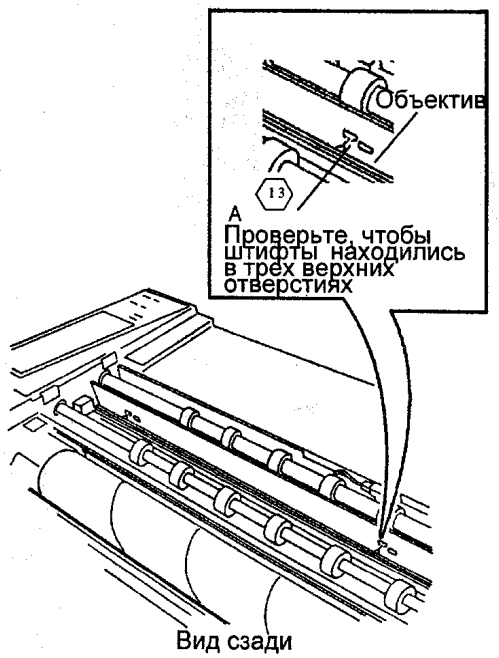

Рис. 22 Проверка правильности положения объектива
40. (РИС. 22): ПРОВЕРЬТЕ ПРАВИЛЬНОСТЬ ПОЛОЖЕНИЯ ОБЪЕКТИВА.